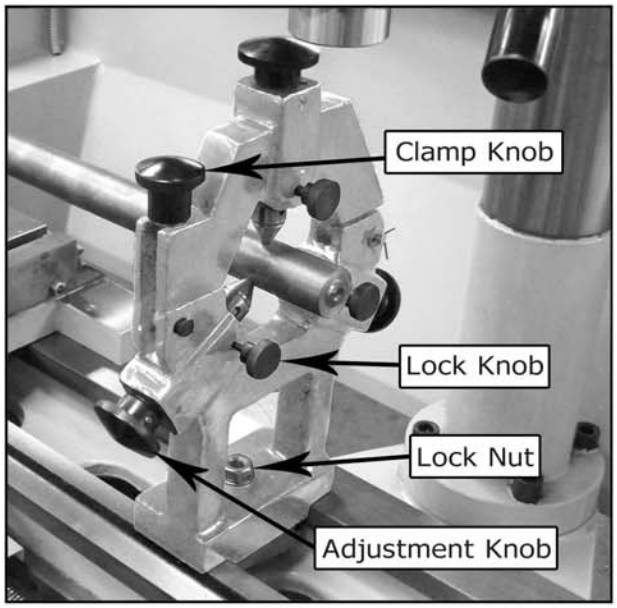

Figure 21: Steady rest adujusments.
2. Loosen the lock knobs so the finger position can be adjusted (see Figure 21).
3. Loosen the clamp knob (see Figure 21) and open the steady rest so a workpiece can fit inside of the fingers.
4. Position the steady rest where desired. Tighten the lock nut (see Figure 21) at the base of the steady rest to secure in place.